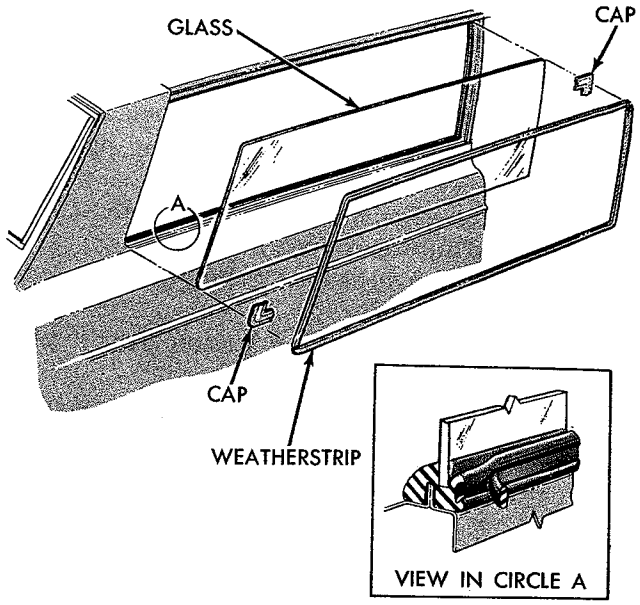

*Fig. 172—Station Wagon Quarter Window*
(1) Remove the two mylar locking strip caps (Fig. 172) covering ends of locking strip.
(2) Using a wedge shaped fibre tool, remove the mylar locking strips from weatherstrip.
(3) Using a wedge shaped fibre tool, loosen weatherstrip from quarter window.
(4) With an assistant supporting glass on the outside, force glass out of weatherstrip from inside the vehicle.